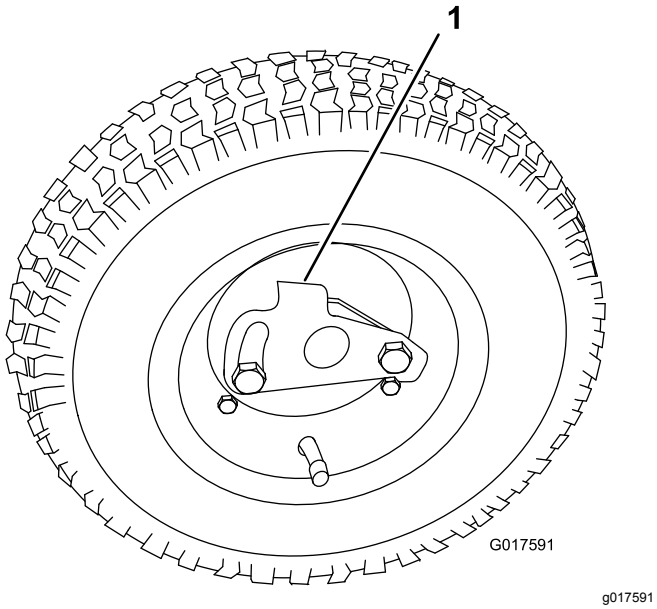

Figur 10
3. Sväng hjullåsklämman bort från hjulets mitt så att det kan glida längre in på axeln (Figur 10).